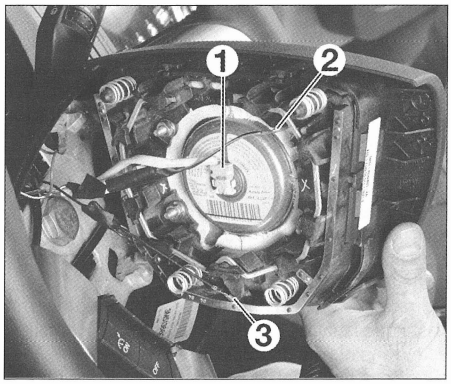

FIG. 8
• Sacar el conector del módulo de airbag (1), el conector de masa (2) y el conector de bocina (3) **(fig. 8)**.